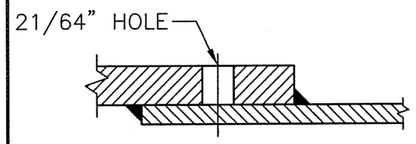

FIGURE 1
2. 21/64" HOLES SHALL BE DRILLED INTO WELDING BANDS OR EXPANDED AND COLLAPSED PIPE JOINTS (SEE FIGURE 1) PRIOR TO ASSEMBLY AND WELDING OF JOINT.